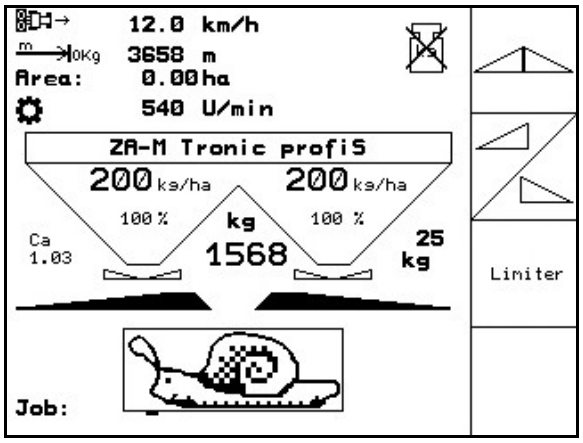

Fig. 32
13. Switch to the work menu (Fig. 32).